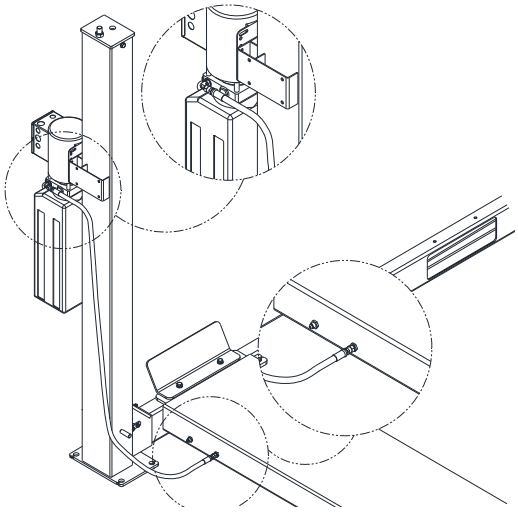

Fig 16 – Supply Line, Front
32) For installs on the front of the column **(Fig 16)**, rout the power unit supply line to the bulkhead shown below. Attach the 90-degree fitting at a slight angle downward and secure the hose to the fitting.